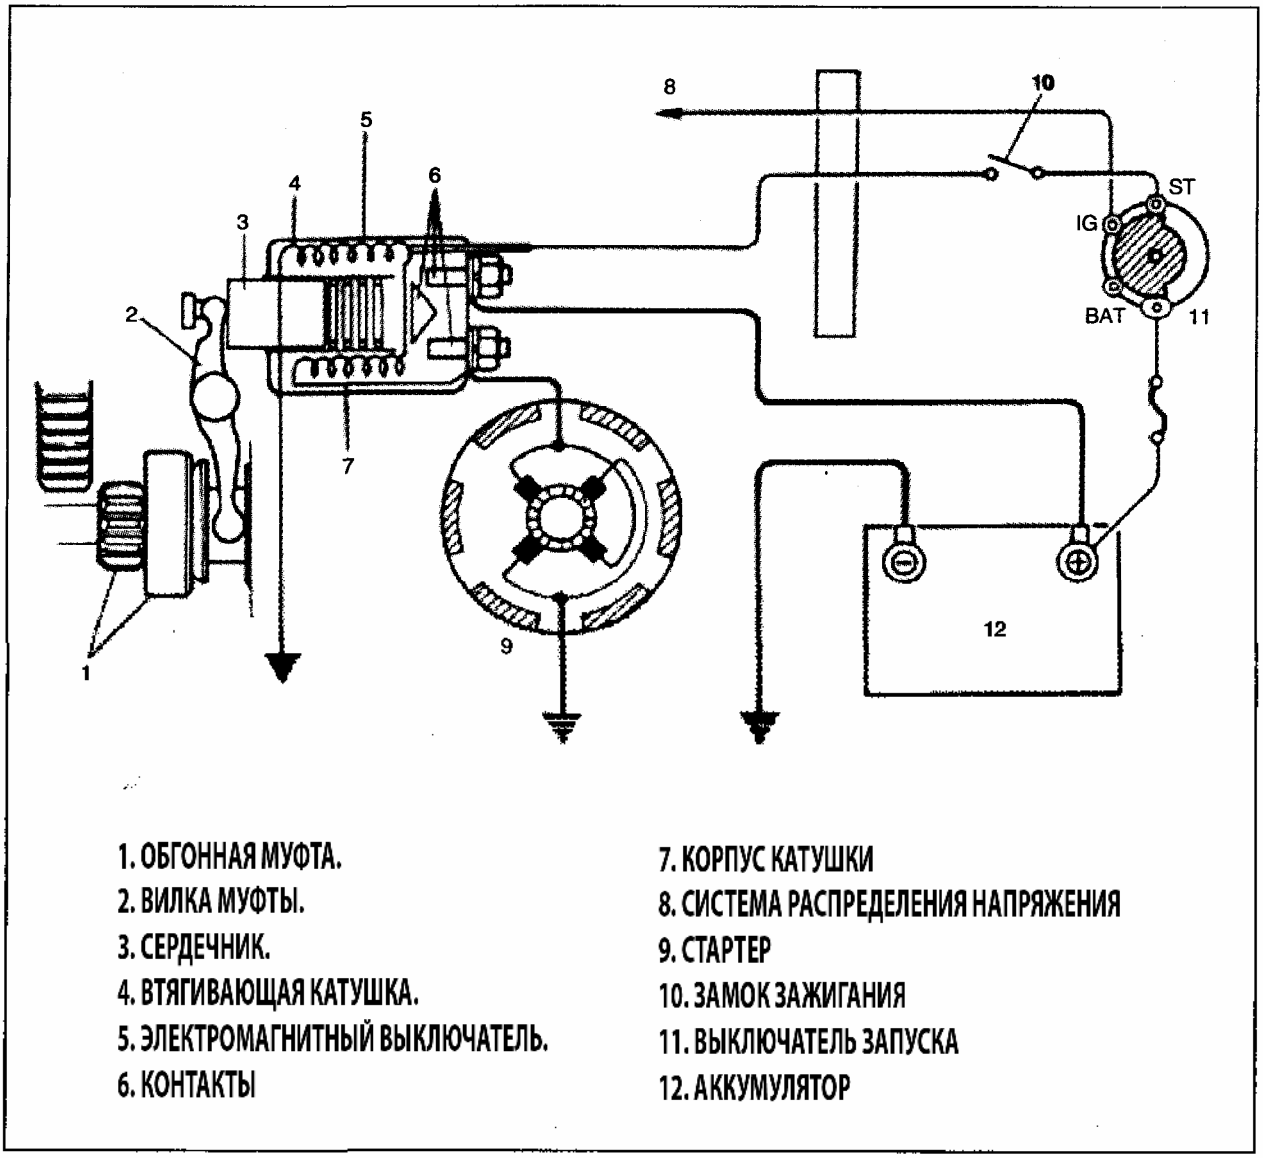

Рис. 178
- При включении зажигания, катушка создает магнитное поле (Рис. 178).